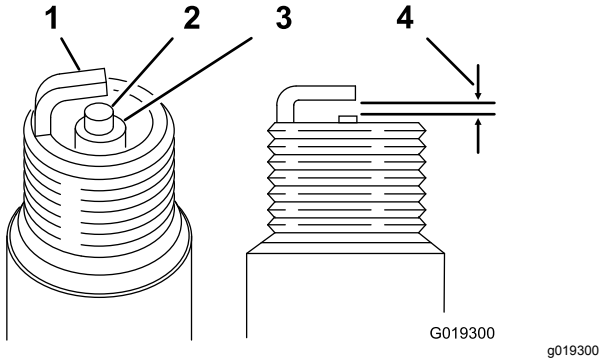

**Figuur 32**
**Elektrodeafstand:** 0,7 to 0,8 mm; zie Figuur 32
4. Stel de elektrodenafstand in op 0,70 tot 0,80 mm zoals in Figuur 32.